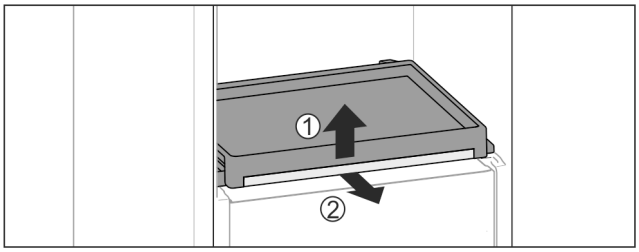

Fig. 153
▶ Auszugsbord mit Glasplatte entnehmen: Glasplatte vorne leicht anheben *Fig. 153 (1)* und nach vorne herausziehen *Fig. 153 (2)*.